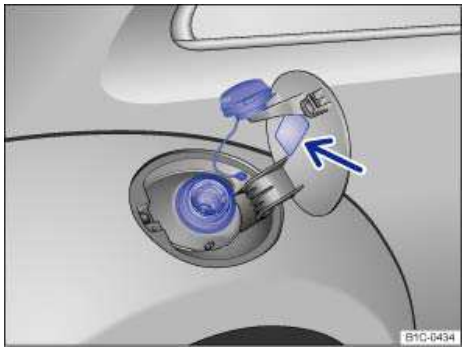

Fig. 136 Right rear side of vehicle: Fuel cap placed on the open fuel filler flap.
- Unscrew the fuel cap counterclockwise and remove. Use the slot on the fuel filler flap ⇒ fig. 136 to hold the cap while refueling.
The correct fuel grade for your vehicle ⇒, *Fuel* is listed on a sticker on the inside of the fuel filler flap ⇒ fig. 136 (arrow).
The correct fuel grade for your engine is shown on a sticker located on the inside of the fuel filler flap ⇒fig. 136.